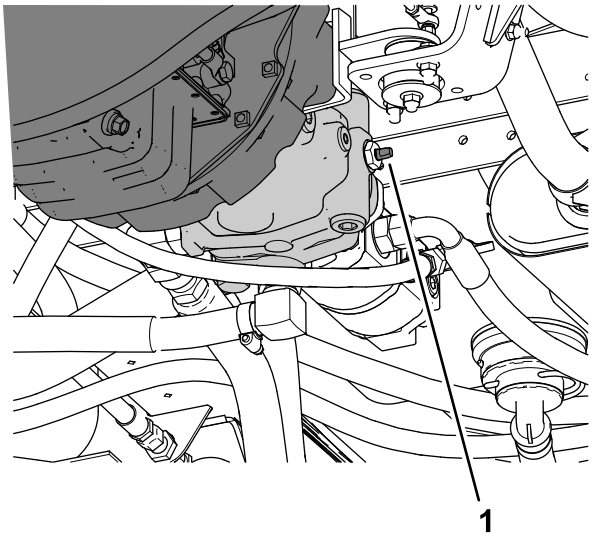

Figura 60
3. Rode a válvula de reboque (Figura 60) 90° em qualquer um dos sentidos para abri-la.